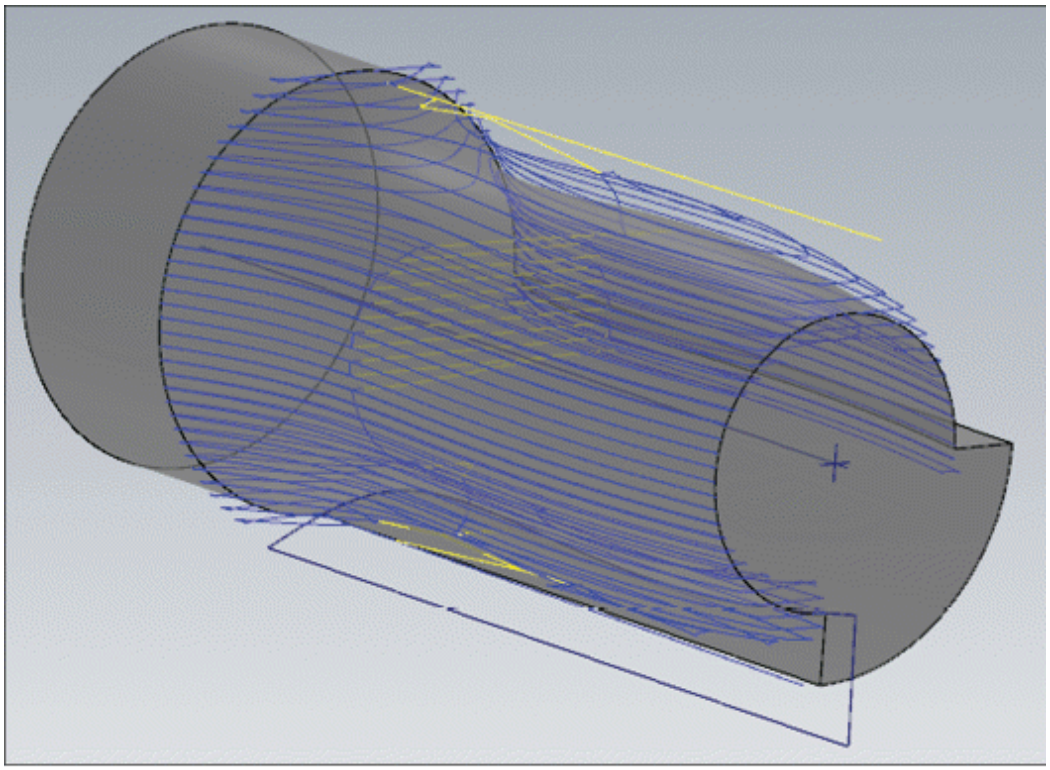

Figure-53. Rotary toolpath created
- Set the other parameters as desired and click on the **OK** button. The toolpath will be created; refer to Figure-53.